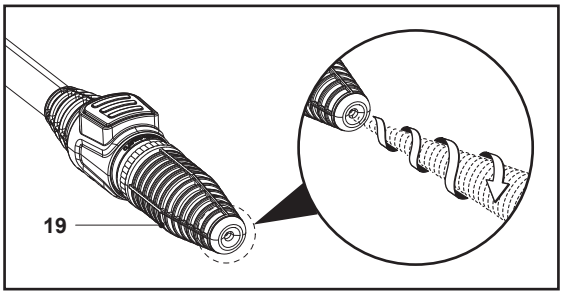

Fig. 12
O bocal turbo (19) roda à medida que pulveriza jatos de água a alta pressão para uma lavagem eficiente (Fig. 12).